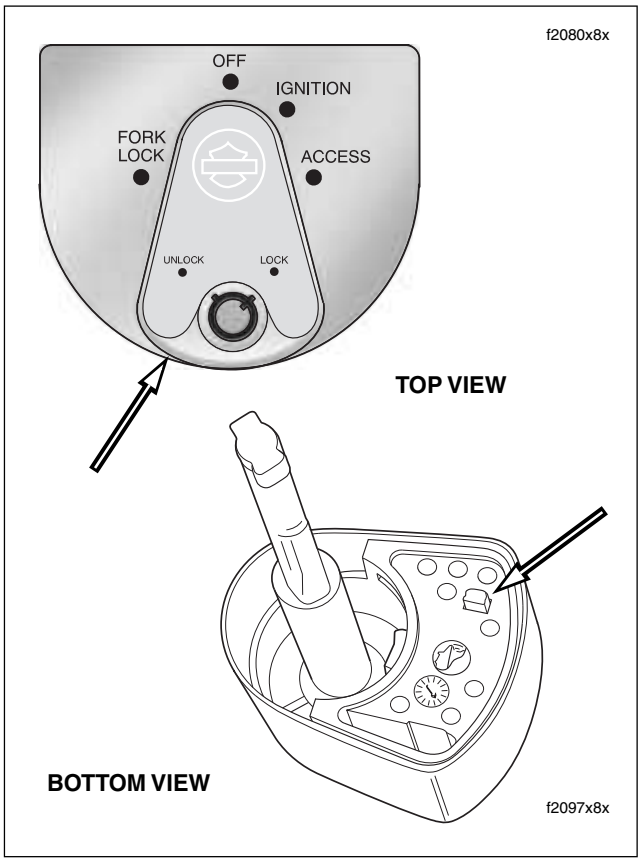

Figure 8-71. Ignition Switch Knob Release Button
c. Depressing the release button at bottom (left side) with a small screwdriver, push key down and turn 60 degrees in a counterclockwise direction. See Figure 8-71.
a. Verify that button at bottom of knob is depressed and key is turned 60 degrees beyond the UNLOCK position. See Figure 8-71.